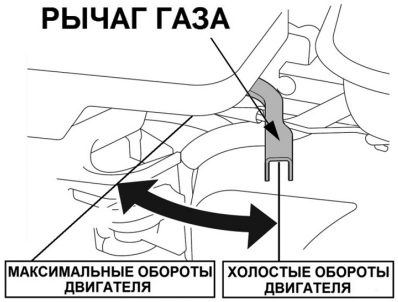

Рис. 14 Положения рычага газа
4. Переведите рычаг газа 3 (Рис. 14) на 1/3 хода в сторону положения максимальных оборотов двигателя.